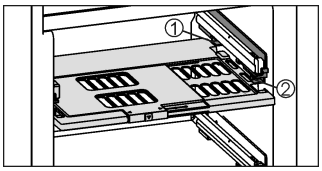

Fig. 14
▶ Introduire la plaque de régulation de l'humidité : insérer les travers du couvercle de la plaque par le bas dans le support arrière *Fig. 14 (1)* et encliqueter devant dans le support *Fig. 14 (2)*.